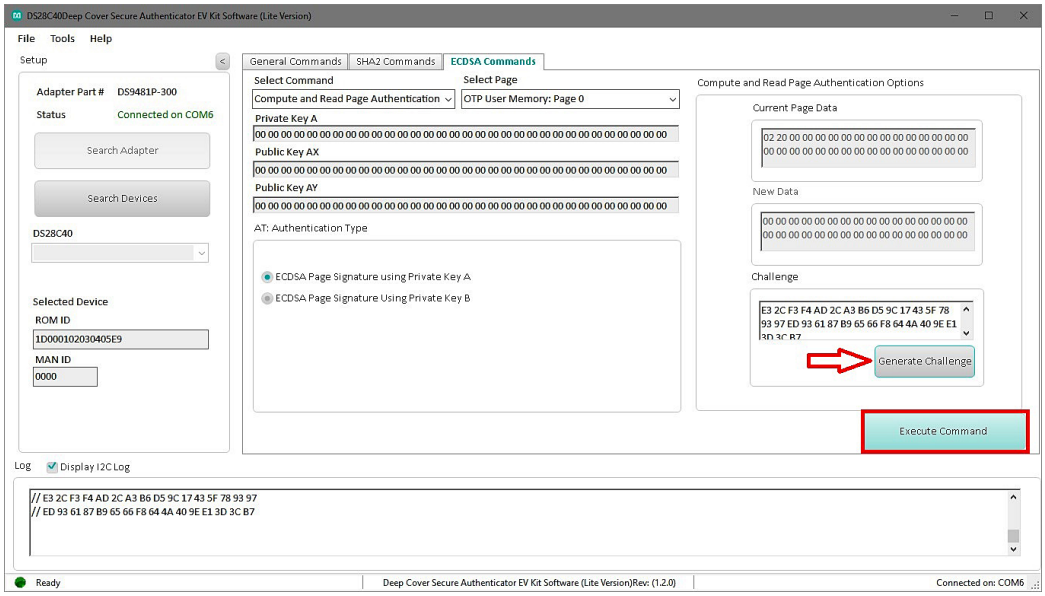

Figure 28. Execute Command
7) Click the **Generate Challenge** button and then click **Execute Command** button to perform the sequence (Figure 28). Results are displayed in the **Log** box.